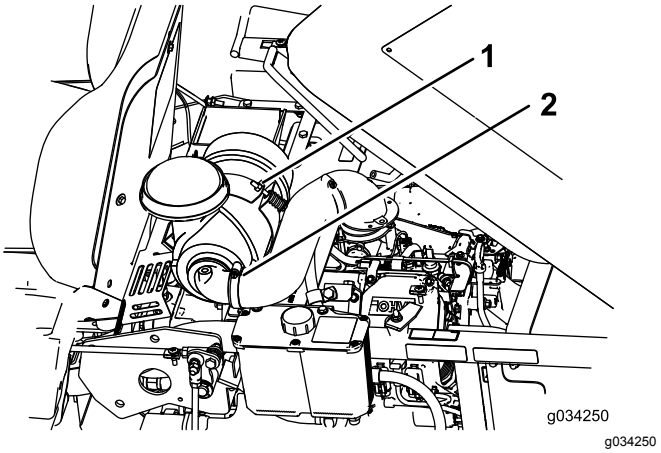

Figure 29
2. Desserrez le boulon de fixation du filtre à air (Figure 29).
3. Desserrez le collier de maintien du flexible et déposez le filtre à air (Figure 29).